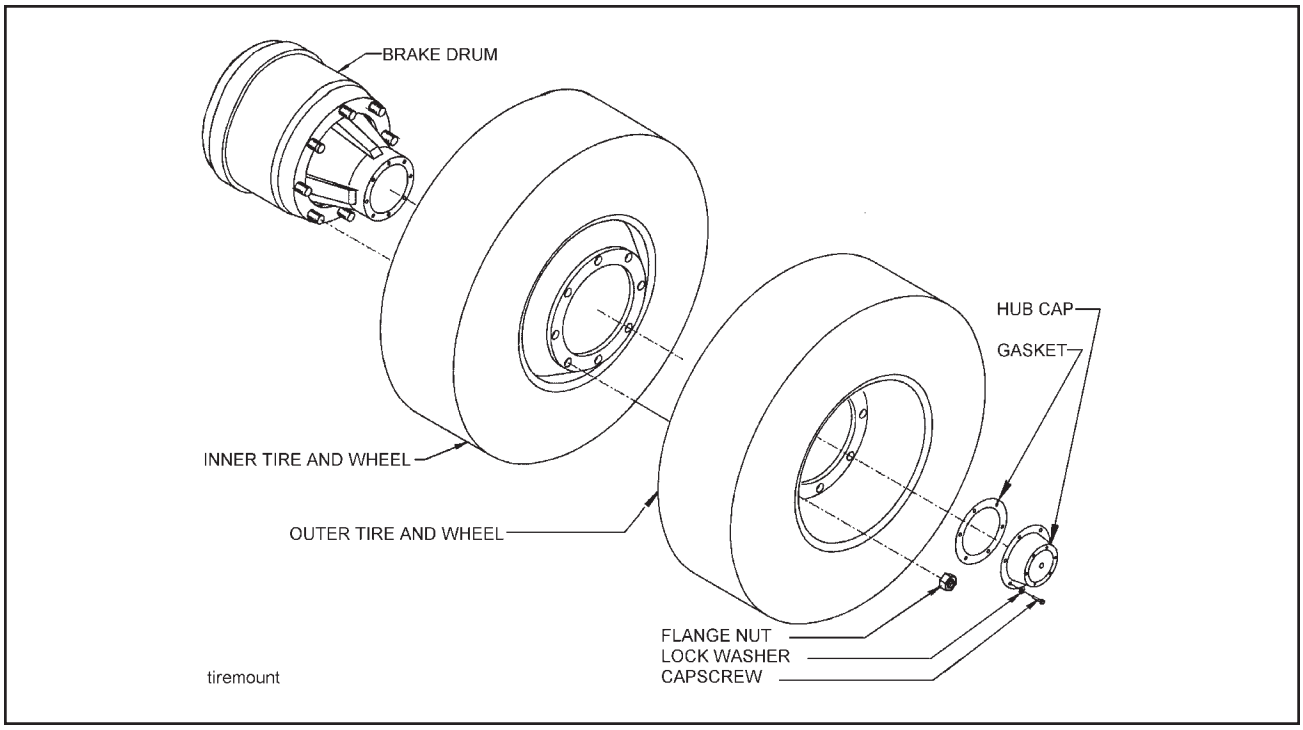

Figure 4-23 Mounting Tires and Wheels
a. Make sure that all mounting surfaces are clean and free of rust, dirt or paint. A wire brush may be used to clean these surfaces **(See Figure 4-23)**.